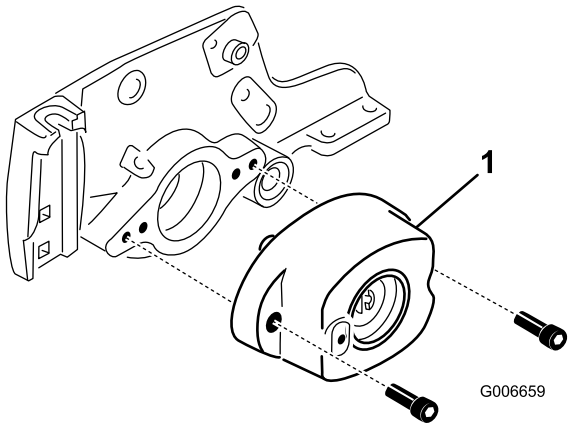

Figur 18
10. Fjern de (2) skruer, der fastholder lejehuset til klippeenhedens sideplade (Figur 18).
11. Afmonter lejehuset fra sidepladen (Figur 18).